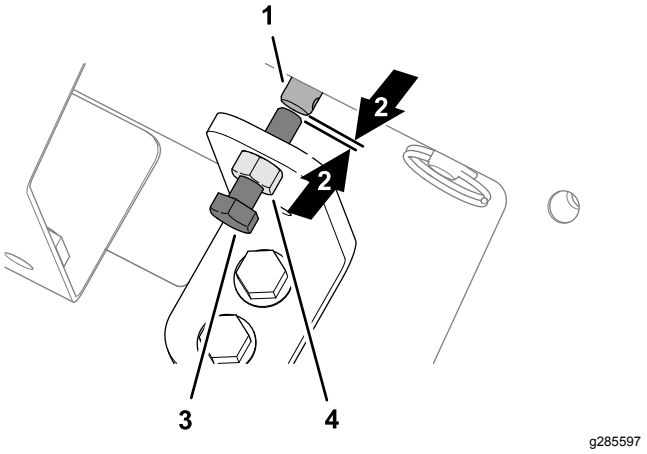

Figur 33
1. Løsne låsemutteren på den manuelle overstyringsbraketten (Figur 33).
2. Roter sekskantskruen for ventiloverstyringen mot klokken til du ser et lite mellomrom mellom enden av skruen og enden av stammen til gulvhastighets-solenoiden (Figur 33).
3. Stram til låsemutteren (Figur 33).